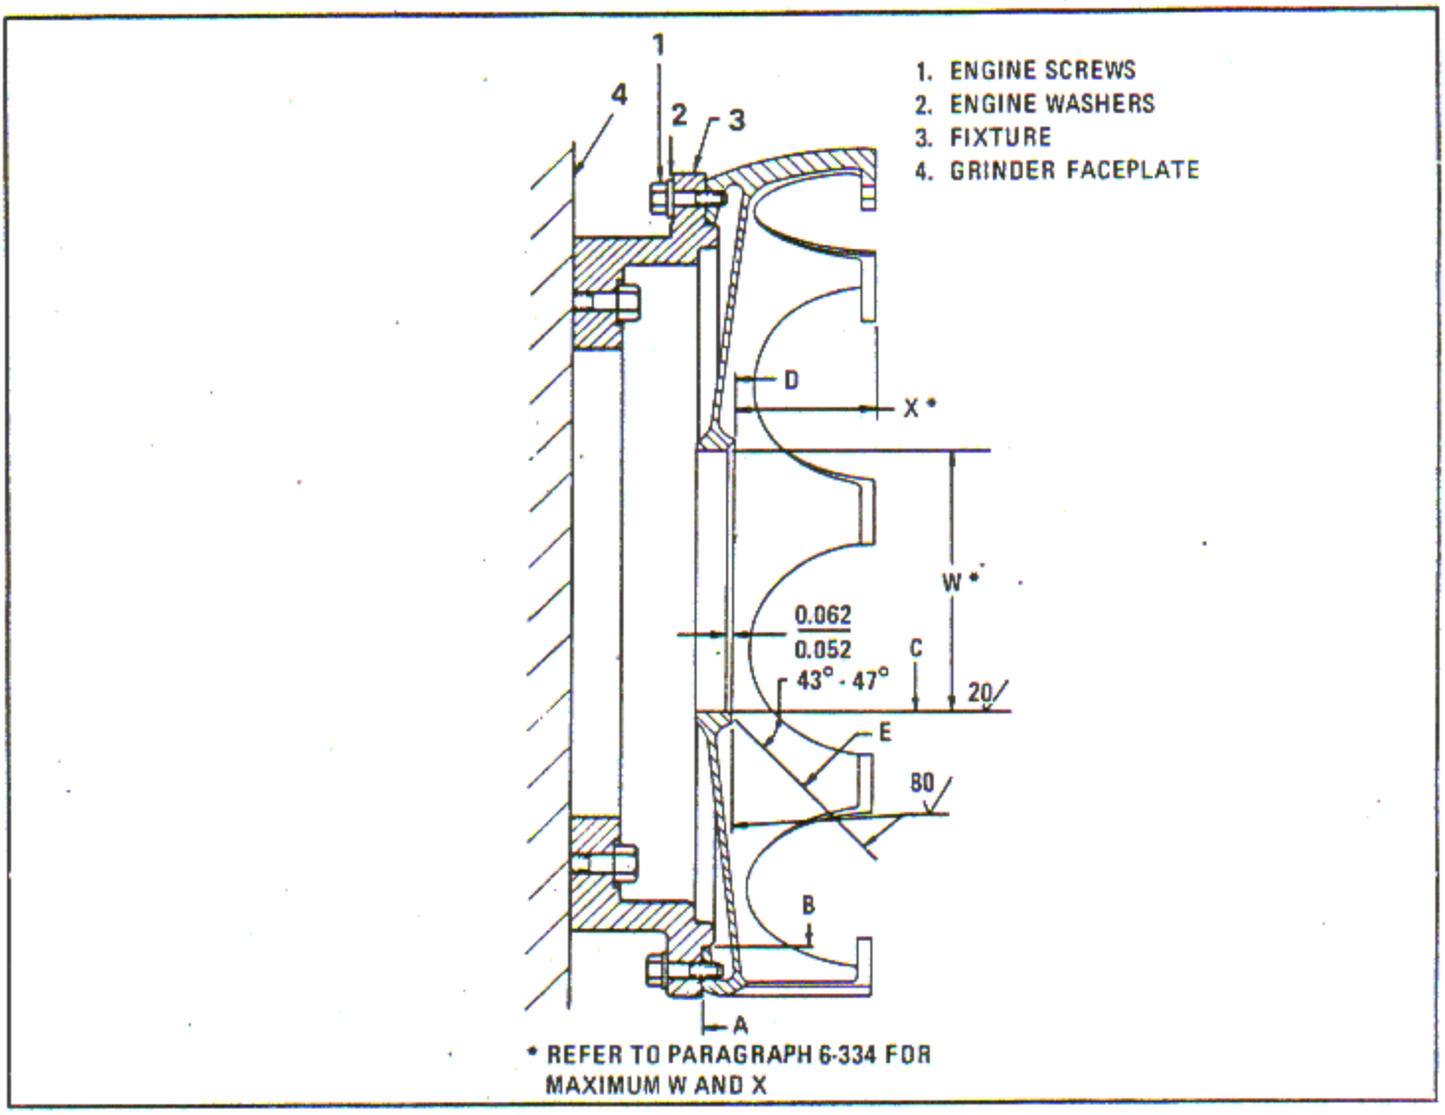

Figure 6-86. Grinding Crankcase Main Rear Section Bearing Surfaces
c. Mount a 24 inch minimum diameter faceplate (4, figure 6-86) on a suitable internal grinder.
f. Clamp fixture (3) on the faceplate (4). Indicate surfaces A and B to run true within 0.0005 inch full indicator reading. Clamp fixture securely and reindicate to ensure the indicator readings remain within specified limits.
g. Clamp rear section of the crankcase lightly to fixture (3) using engine screws (1) and washers (2). Indicate ID, surface C to run true, and hub face, surface D, to run true within 0.001 inch full indicator reading. Clamp the crankcase tightly and reindicate to ensure concentricity requirements are retained.
h. Using a grinding wheel speed of approximately 4500 surface feet per minute, a work speed of approximately 60 rpm and a continuous flow of coolant, blend 51, grind the crankcase main rear section bore to clean up only. Do not exceed a maximum diameter (W) as listed below: